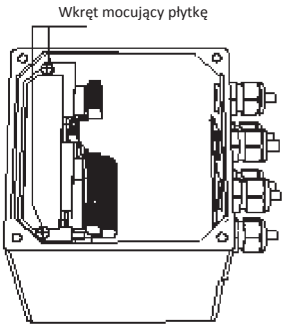

Rys. 1
- Wykręcić wkręty pokazane na rys. 1